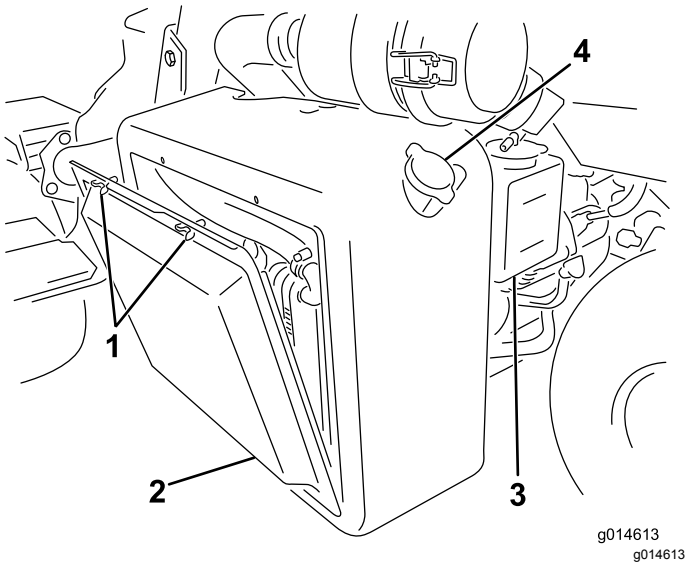
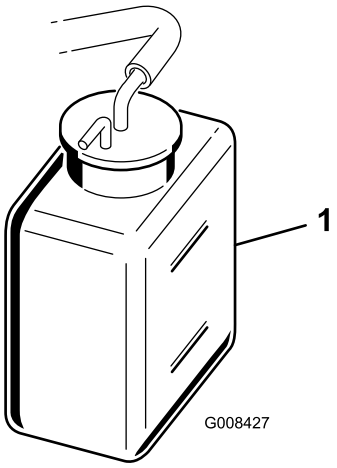

Figuur 41
Figuur 42
1. Verwijder het radiateurscherm (Figuur 41).
2. Controleer het koelvloeistofpeil (Figuur 41 en Figuur 42).